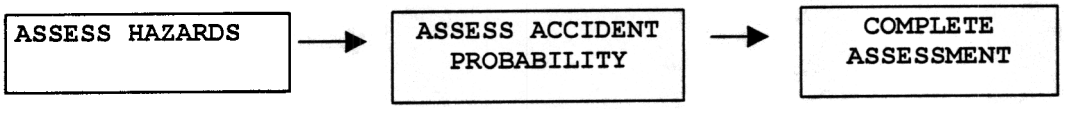

FIGURE 3. ASSESS RISK EXPOSURE
b. Assess the Risk Exposure. For hazards identified in the previous step the next task is to analyze the associated risk—how likely and how big a loss is possible? Shown below are suggestions for accomplishing this step (Figure 3).